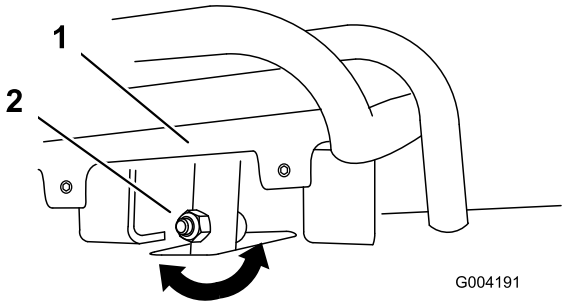
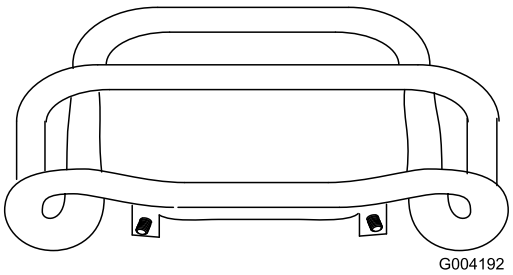

**Figuur 54**
**Figuur 55**
4. Als de voorzijde van de tractiebediening niet gelijk en recht tegen de referentiebalk rust, draai dan de flensmoer en bout van de tractiebediening los (Figuur 54).
5. Stel de tractiebediening zo af, dat deze gelijk en recht tegen de referentieballk rust als u de bediening recht naar achteren trekt (Figuur 54 en Figuur 55).